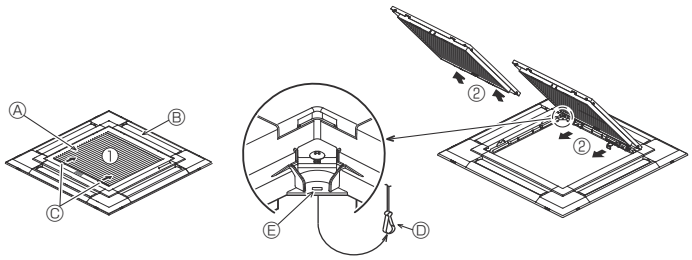
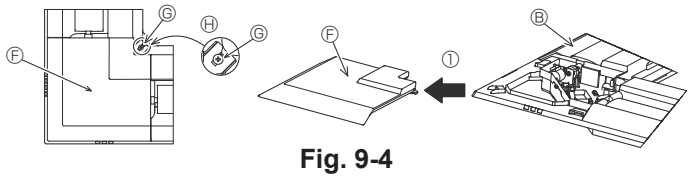

Fig. 9-3
Fig. 9-4
9.2.1. Rimozione della griglia di ingresso (Fig. 9-3)
• Far scorrere le leve nella direzione indicata dalla freccia ① per aprire la griglia di ingresso stessa.
• Con la griglia di ingresso in posizione "aperta", rimuovere la cerniera della griglia stessa, come indicato dalla freccia ②.
9.2.2. Rimozione del pannello angolare (Fig. 9-4)
• Allentare le 4 viti nell'angolo. Far scorrere il pannello angolare nella direzione della freccia ① in figura e rimuovere il pannello.
[Fig. 9-3] [Fig. 9-4]